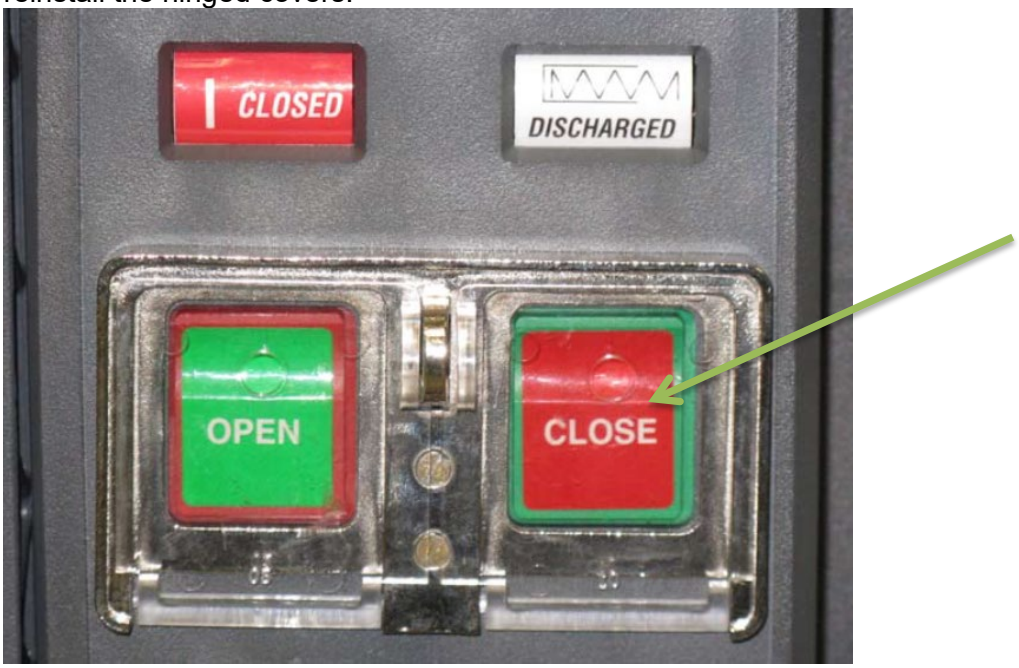

Figure 12 – The “CLOSE” Button
12. Push the button labeled “CLOSE” to close the breaker. See Figure 12.
3. Attach Test Set grounds and jumper between the shutter and the cassette frame. See Figure 12.